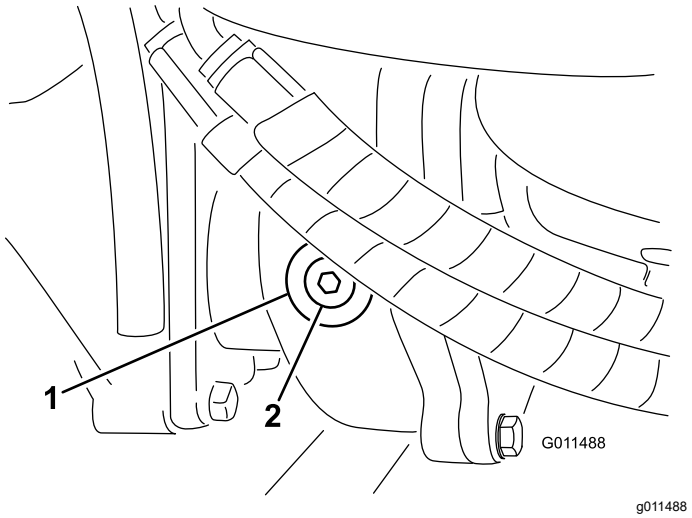

Figur 107
2. Fjern kontrol-/påfyldningsproppen fra venstre side af gearkassen og sørg for, at oliestanden når op til bunden af hullet (Figur 107).